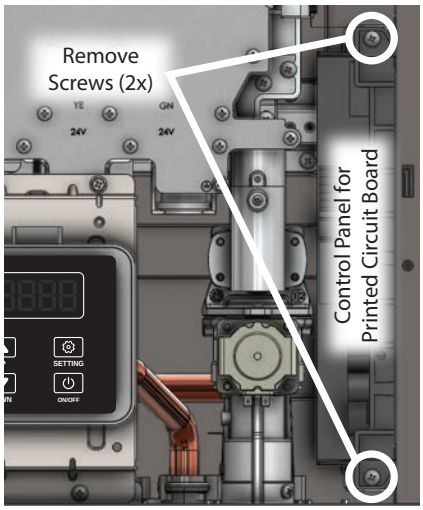

Figure 43 - Control Panel Location
4. Remove the two screws (top and bottom) securing the control panel to the Parent water heater. The control panel is located on the bottom right side of the water heater as shown in Figure 43.